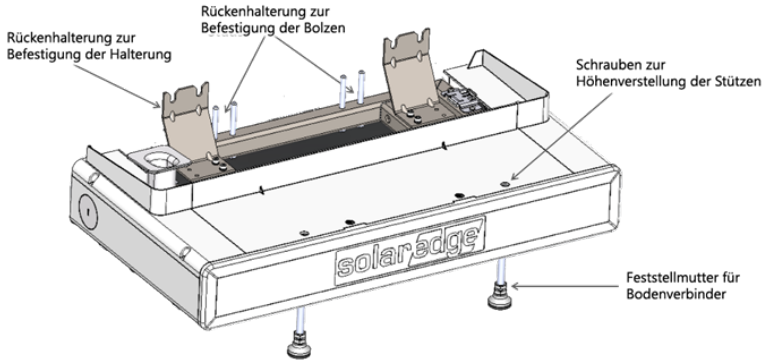

Abbildung 2: Montage des Sockels und Befestigungspunkte
8. Schrauben Sie auf alle vier Bolzen der Rückhalterung eine M8-Mutter, um die Batterie-Wandhalterung an Ort und Stelle zu halten. Ziehen Sie die Muttern anschließend mit einem Drehmoment von 17 Nm an, um die hängende Halterung, wie in Abbildung 2 dargestellt, zu befestigen.